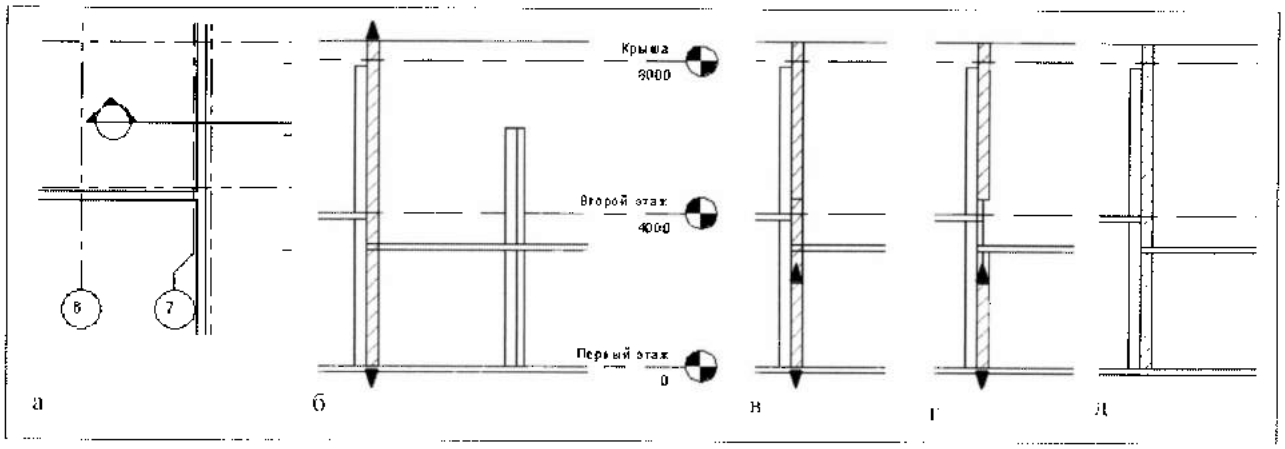

Рис. 21.7. *Горизонтальное деление стены*
2. На ленте **View** в разделе **Create** выбрать инструмент **Section** и построить разрез, как показано на рис. 21.7,а. Затем двойным щелчком по маркеру на линии разреза открыть вид разреза (рис. 21.7,б).
3. На ленте **Modify** в разделе **Edit** выбрать команду **Split** и сделать двумя щелчками на линии стены два разреза – выше и ниже перекрытия (рис. 21.7,в)
4. Выделить средний фрагмент стены, образовавшийся в результате деления, и удалить его (рис. 21.7,г).
5. На ленте **Modify** в разделе **Edit** выбрать команду **Align** и выровнять верхний и нижний фрагмент разделенной стены по граням перекрытия (рис. 21.7,д).